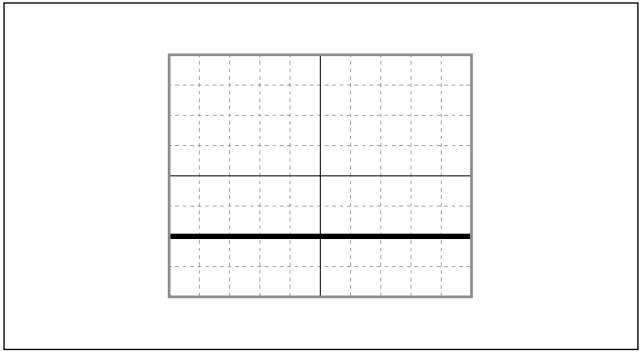

图 4-6
① 将示波器的 TIME/DIV 开关设到 200 ms。
② 将示波器 CH1 的偏转灵敏度 (VOLTS/DIV) 设到 500 mV/DIV。
③ 将示波器 CH1 的 INPUT COUPLING 开关设到 DC。
④ 将示波器 CH1 的偏移量设置为 1 V。(参见图 4-6)